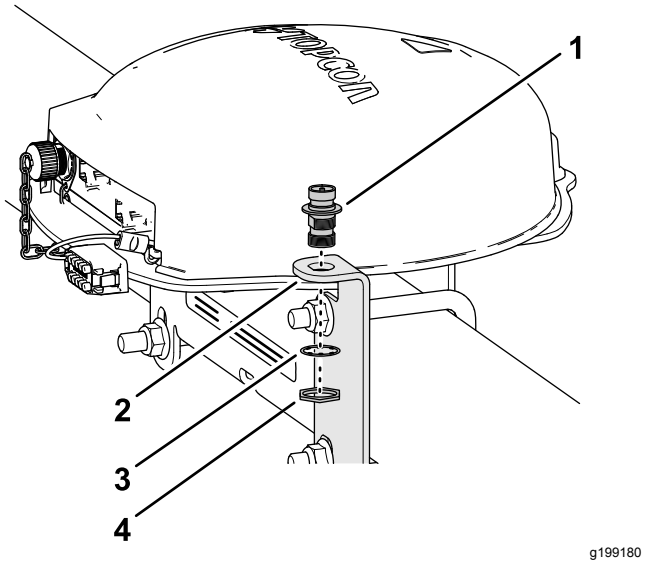

Figur 147
1. Rikta in koaxialkopplingen genom öppningen i RTK-antennfästet med motorväggsgängorna på kopplingen nedåt (Figur 147).
2. Montera koaxialkopplingen på antennfästet med låsbrickan och kontramuttern, och dra åt kontramuttern för hand (Figur 147).